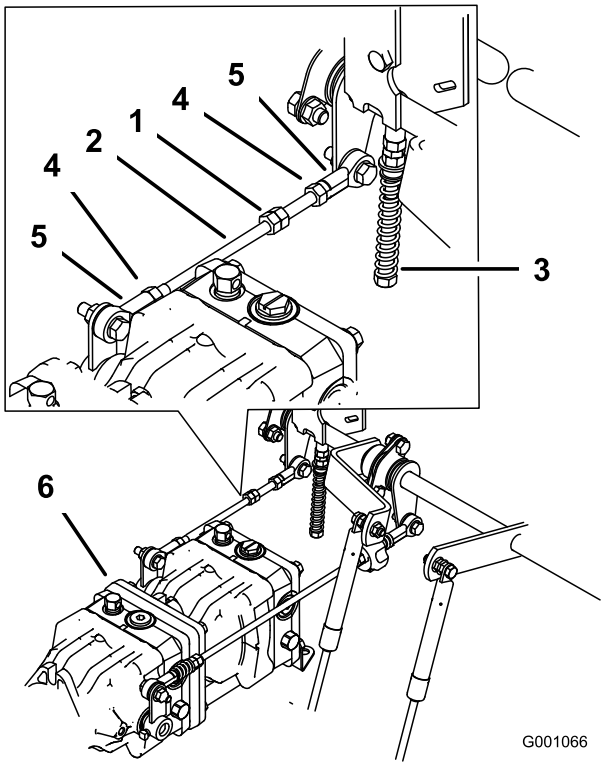

**Figur 79**
1. Løsn låsemøtrikkerne ved kugleleddene på pumpestyrestangen (Figur 79).
3. Juster pumpestangens længde ved at dreje dobbeltmøtrikkerne på pumpestangen i den relevante retning, indtil hjulet står stille eller kryber en smule i bakgear (Figur 79).
6. Stram låsemøtrikkerne ved kugleleddene (Figur 79).